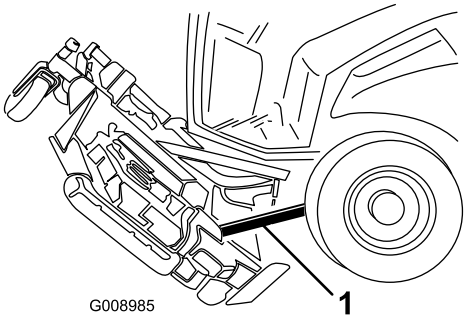

Figur 104
6. Kila in en träkloss mellan däckets bakre del och maskinen (Figur 104).